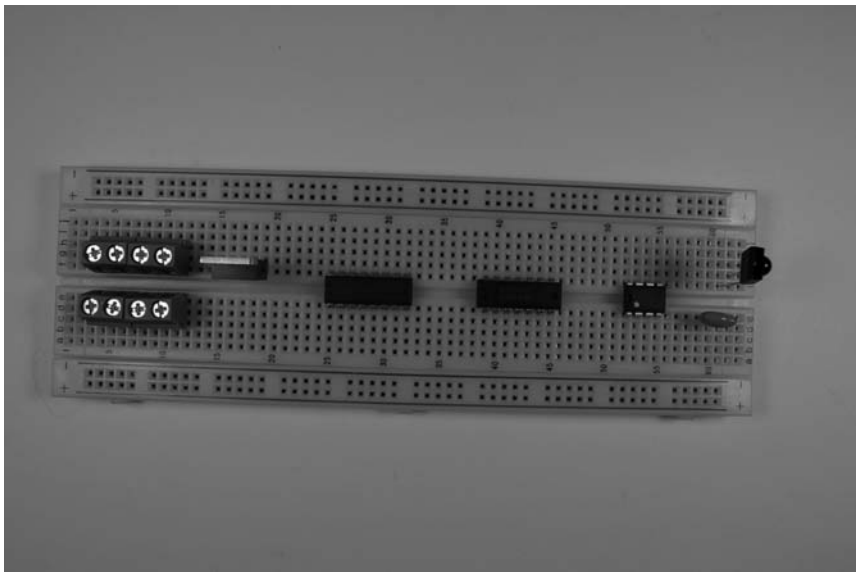

Figure 11-26: Insert terminal blocks on the breadboard.
3. **Insert four terminal blocks a few rows in from the end of the breadboard, as shown in Figure 11-26.**